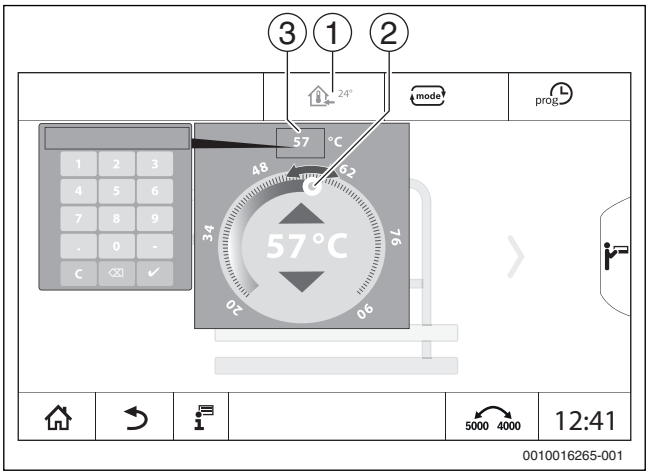

Fig. 22 Setarea temperaturii
- ▶ Atingeți simbolul de temperatură (→ fig. 22, [1]).
- ▶ Apăsați cursorul circular (→ fig. 22, [2]) și mențineți-l apăsat în timp ce îl deplasați către temperatura dorită.
- ▶ Apăsați afișajul pentru temperatură (→ fig. 22, [3]) și introduceți temperatura cu ajutorul tastaturii numerice care apare.